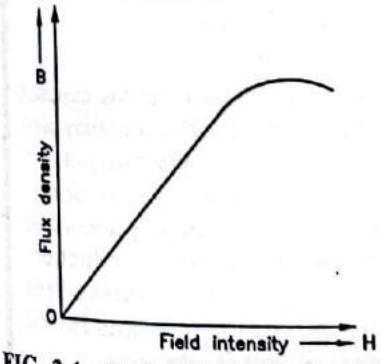

**FIG. 3.4 : B-H CURVE FOR MAGNETIC MATERIALS**
- A typical B-H curve for magnetic material is shown in fig. 3.4.